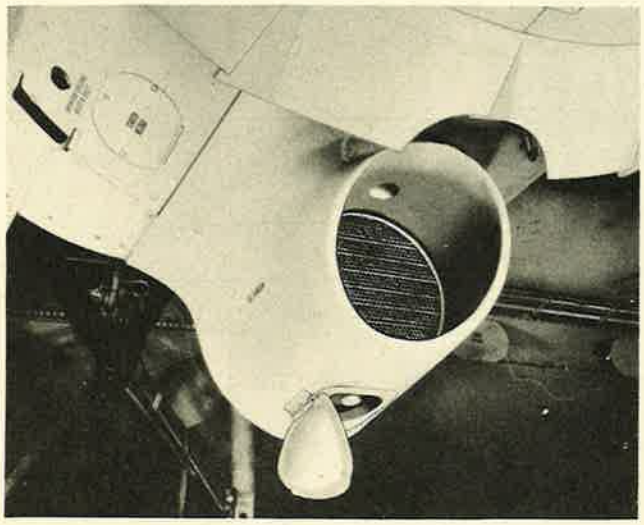
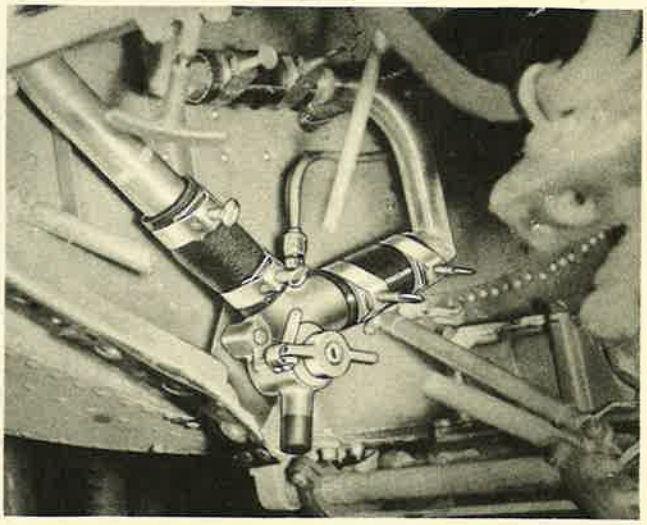

Figure 73—Oil Cooler Drain Plug
Figure 74—Oil System "Y" Drain Cock on Fire Wall
(4) DRAINING OIL SUMP AND Y-DRAIN.—Prior to engine starting, the oil tank sump drains and Y-drains should be opened and checked for water, ice, or congealed oil. The sump drains (figure 73) are located at the bottom of the oil coolers. The Y-drains (figure 74) are located on the forward side of the fire wall, near the bottom and toward the outboard side. If water is present, it will drain from these points. If ice or congealed oil is present, which may be indicated by no flow, a "heat gun" or other type of heater without an open flame may be used for thawing. Close the drain as soon as the water is drained, or as soon as normal oil flow begins. Oil tank sump drains and Y-drains must also be drained of condensate immediately after every flight. Be sure that these drains are closed after each draining or inspection.